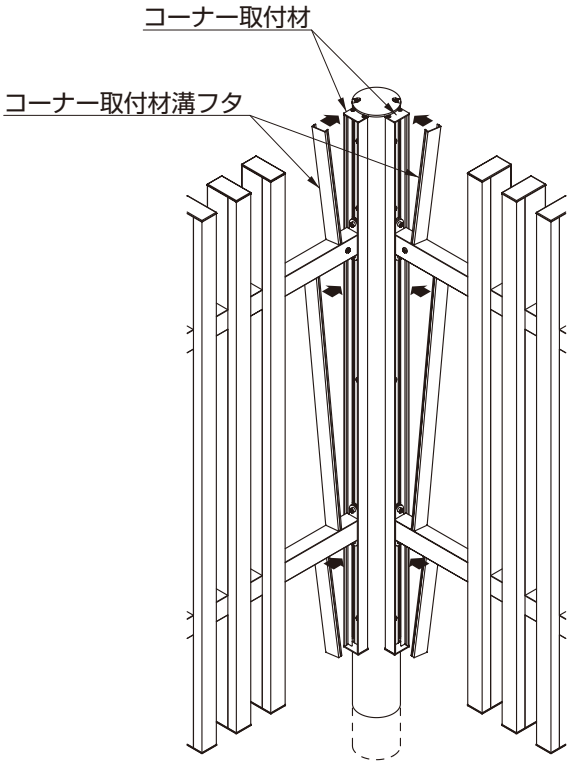

図2-3　コーナー施工の場合
③コーナー施工に場合には、コーナー取付材溝フタをコーナー取付材の溝の長さに合わせて切断し、コーナー取付材にはめ込んでください。（図2-3参照）